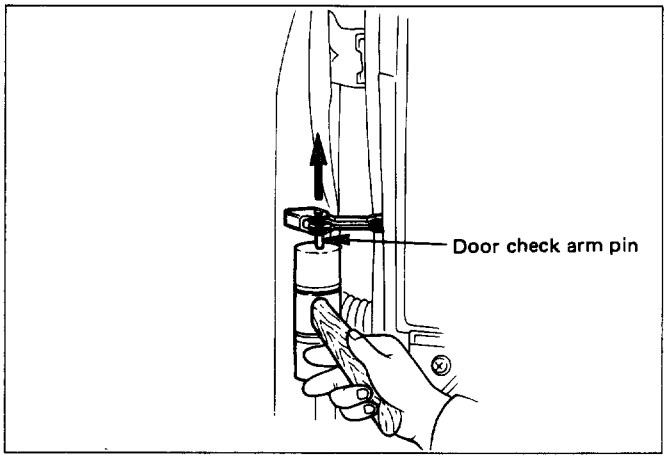

Fig. 10-24
1. **Door check arm pin (Fig. 10-24)**
2. **Check arm pin (Fig. 10-24)**